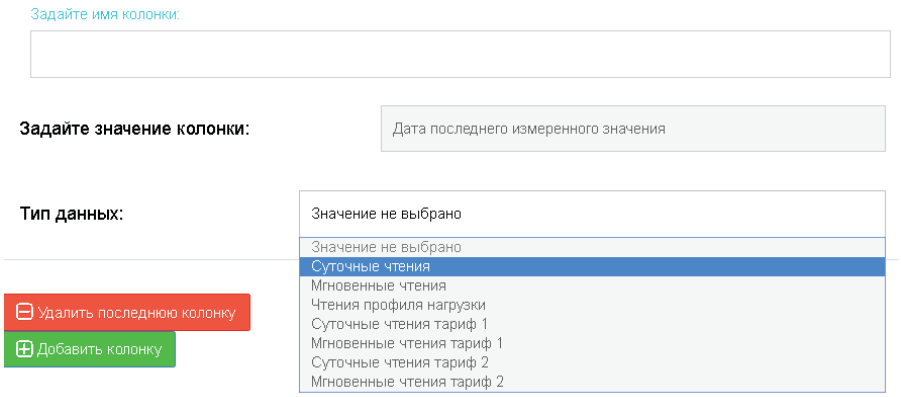

Рис. 96. Выбор типа чтения для вставки даты последнего чтения
- Дата последнего измеренного значения – будет предложено выбрать тип чтения, по которому будет выведена дата последних показаний, см. Рис. 96. Например, для вставки даты последних показаний для суточных авточтений необходимо выбрать тип «Суточные чтения».
- Дата последнего измеренного значения до даты отчета – будет предложено выбрать тип чтения (Рис. 96), по которому будет выведена дата ***последних*** показаний, ***не превышающая дату отчета***.
- Дата первого измеренного значения после даты отчета – будет предложено выбрать тип чтения (Рис. 96), по которому будет выведена дата ***первых*** показаний, ***превышающая дату отчета***.
- Дата последнего измеренного значения до ***конечной*** даты отчета – будет предложено выбрать тип чтения (Рис. 96), по которому будет выведена дата ***последних*** показаний, ***не превышающая конечную дату отчета***.
- Дата первого измеренного значения после ***начальной*** даты отчета – будет предложено выбрать тип чтения (Рис. 96), по которому будет выведена дата ***первых*** показаний, ***превышающая начальную дату отчета***.